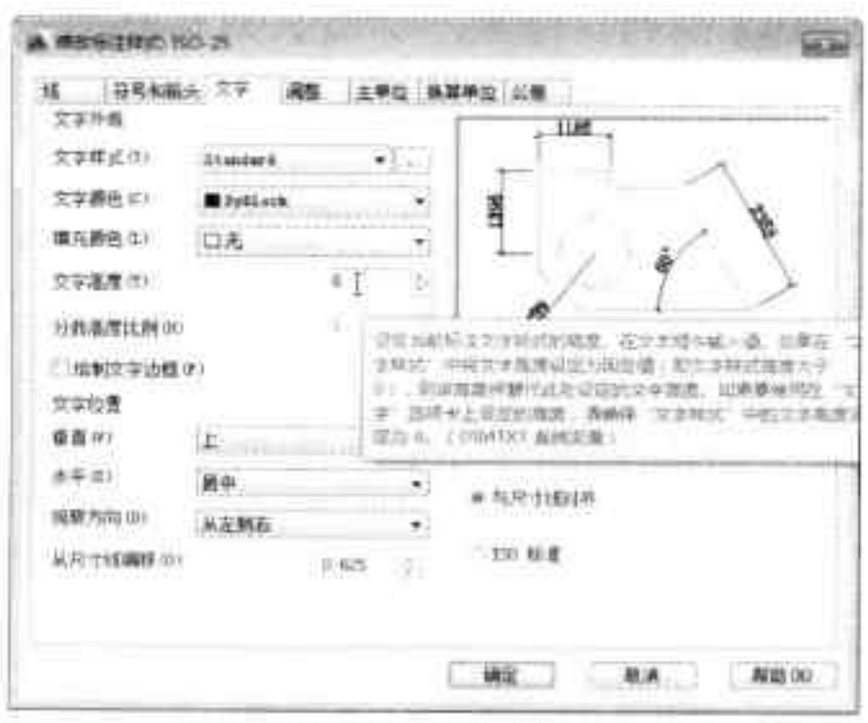

图20-9 设置标注样式
Step 09 执行“注释 > 标注”命令，在打开的对话框中，对标注样式进行设置，如图 20-9 所示。